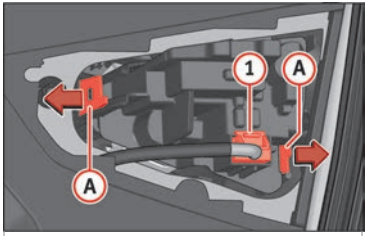

Fig. 119 Remove the bulb holder.
4. Remove the bulb connector ››› **Fig. 119** (1).
5. Remove the bulb holder unlocking the retaining tabs (A).